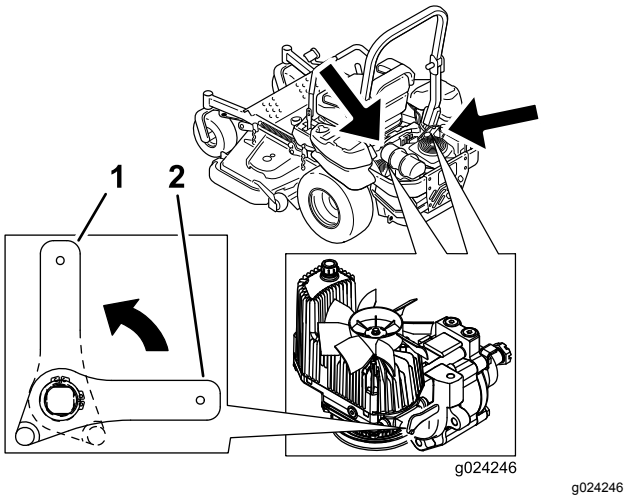

Figur 32
2. Vrid utlösningsventilspakarna till lodrätt läge för att skjuta på maskinen (Figur 32).
4. Vrid utlösningsventilspakarna horisontellt för att köra maskinen (Figur 32).